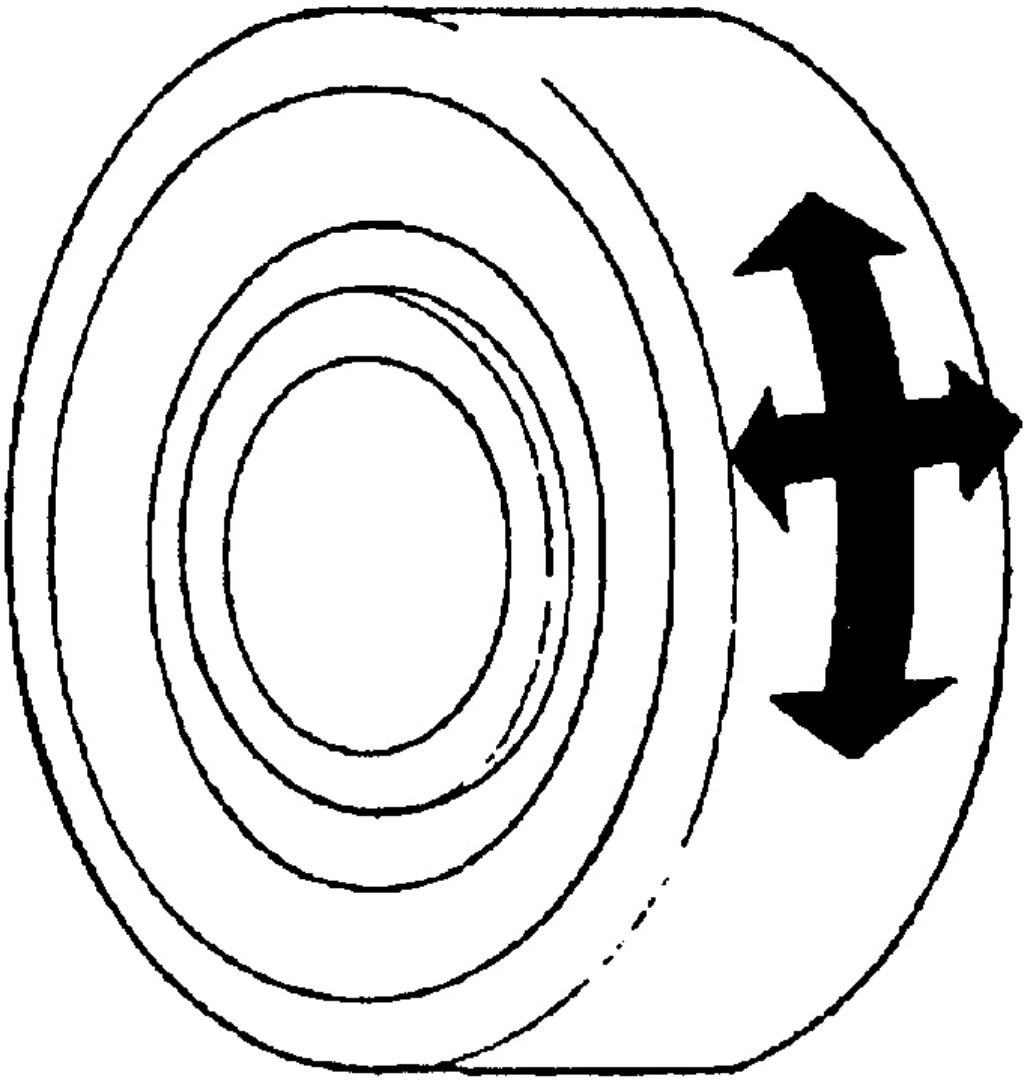

Fig. 26: Comprobación de cojinete Anomalías
1. Compruebe si hay un ruido extraño, flojedad, lubricación insuficiente, etc. Ver **La Fig. 26** .